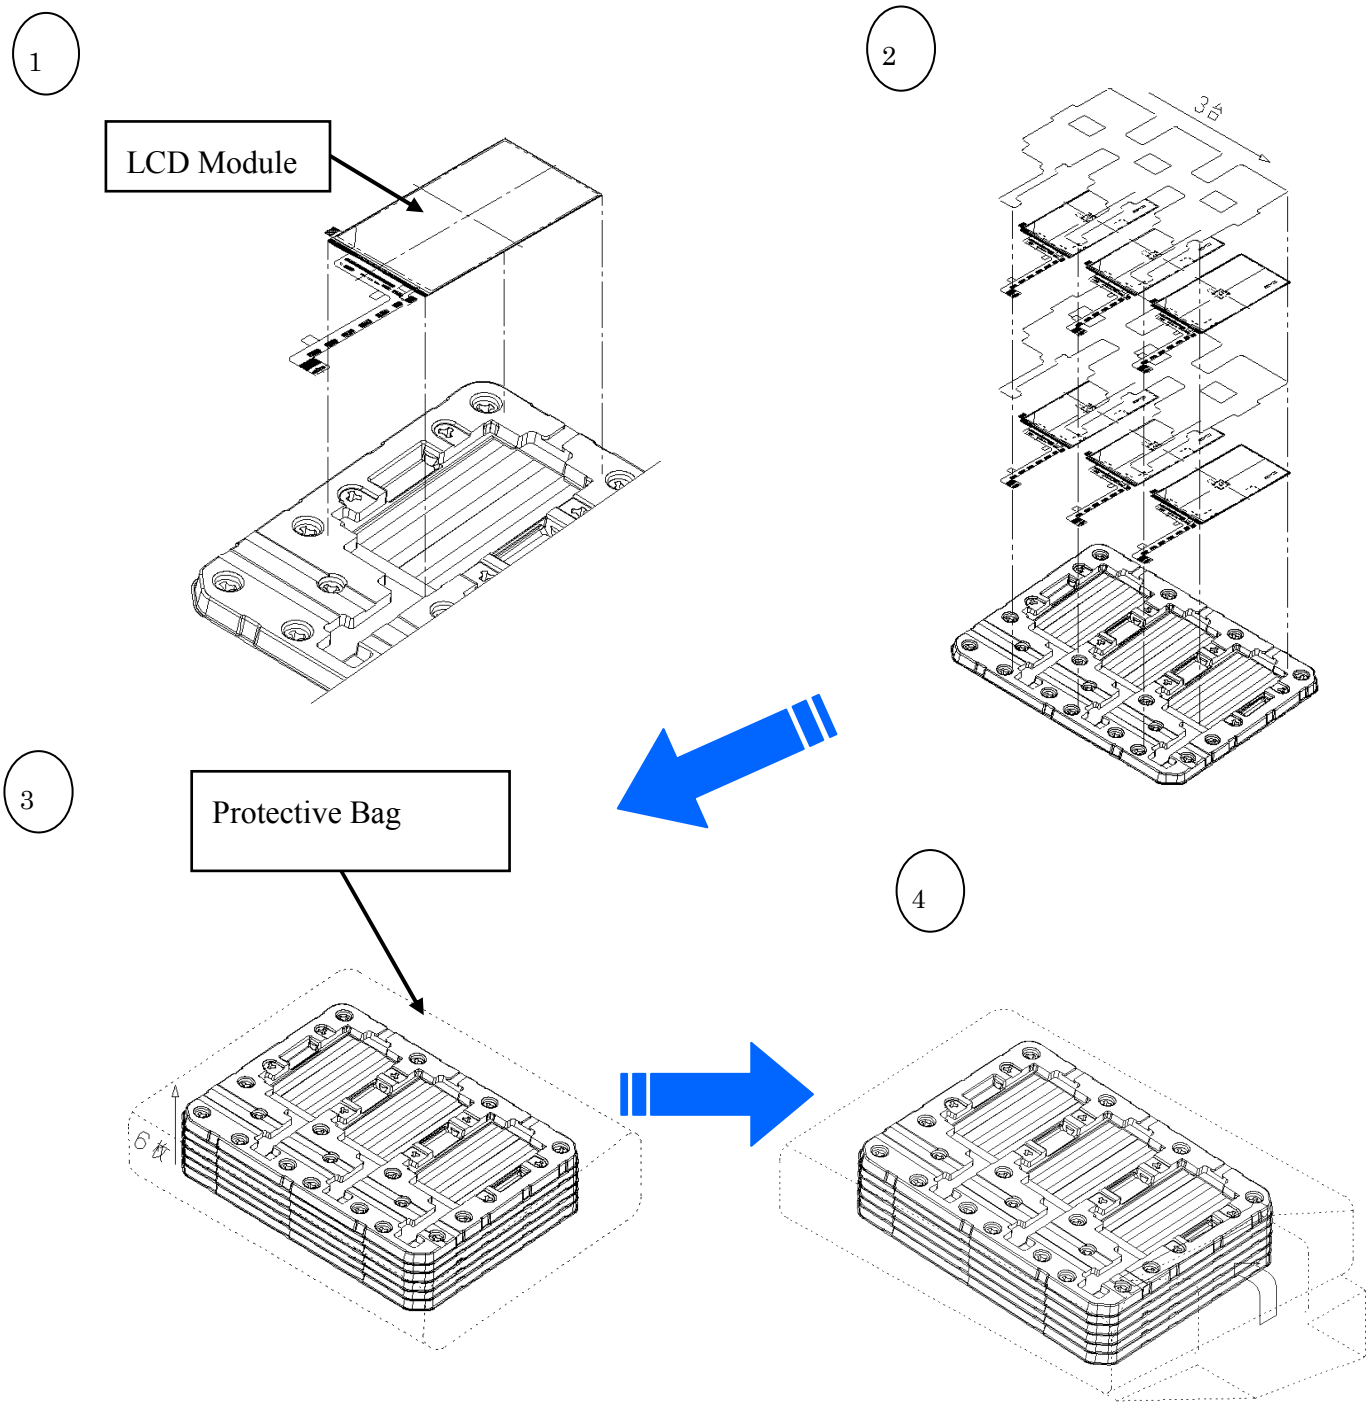

Fig.11 Packaging style (Tray for packaging)
2) Packaging style : Fig. 11, 12